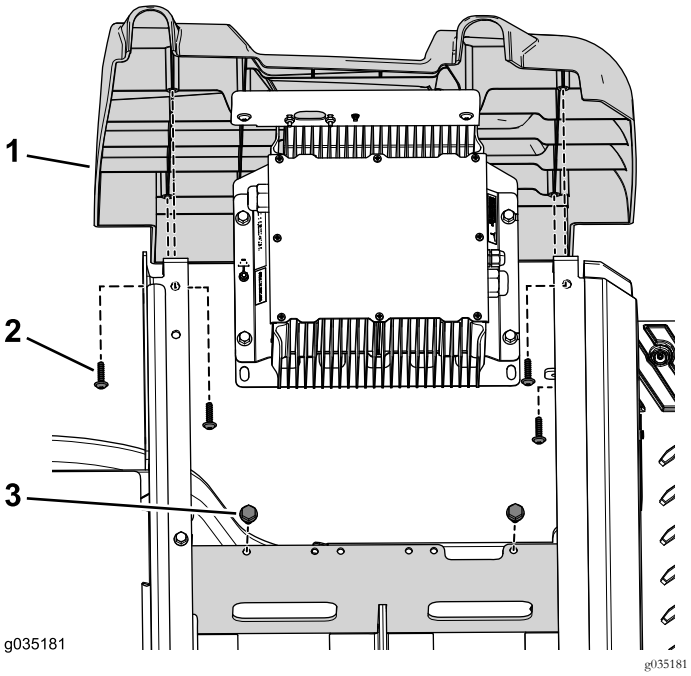

Figura 87
9. Utilice los 2 pernos (3/8" x ¾") para sujetar el soporte del cargador a la bandeja de baterías (Figura 87).